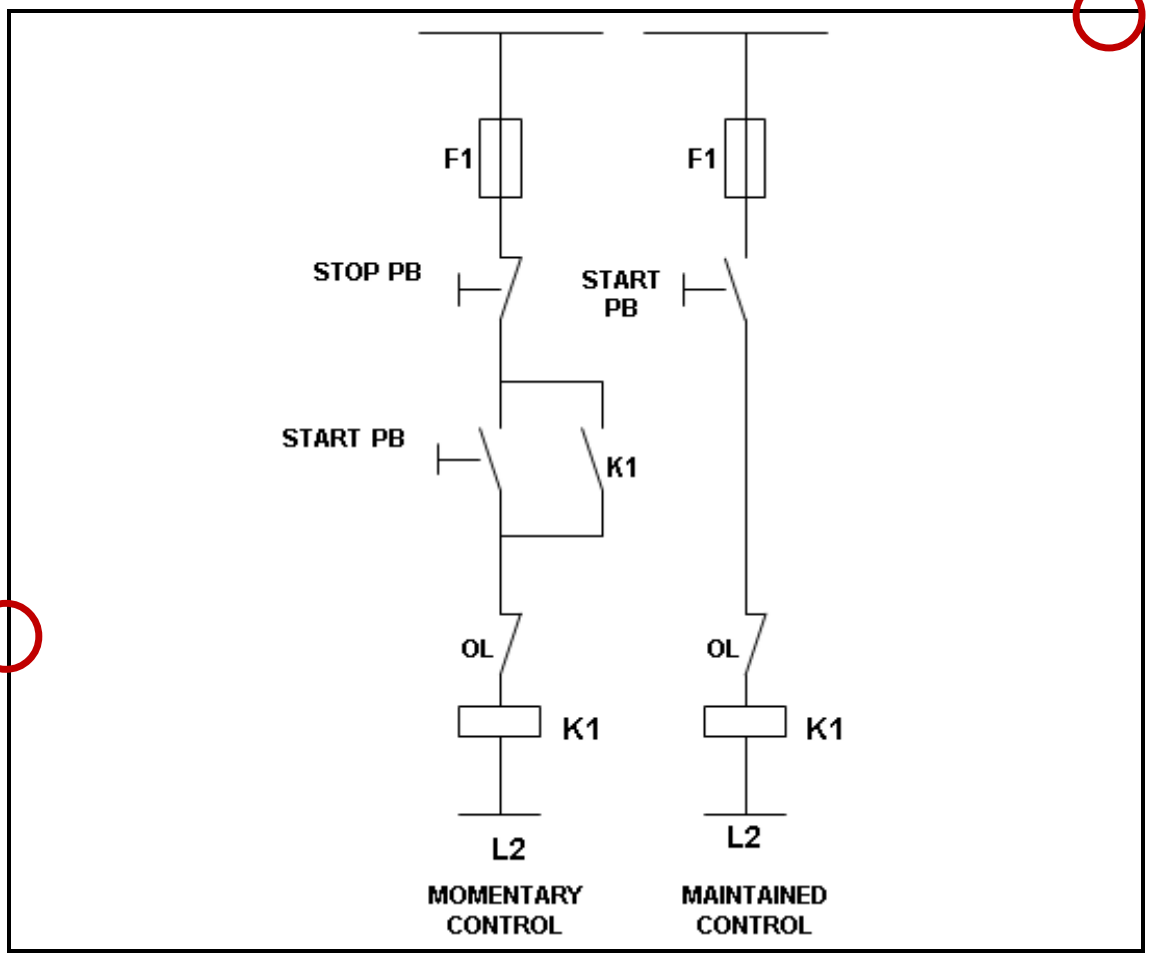

FIGURE 1
2.3 FIGURE 1 below shows the basic momentary and maintained control circuits.